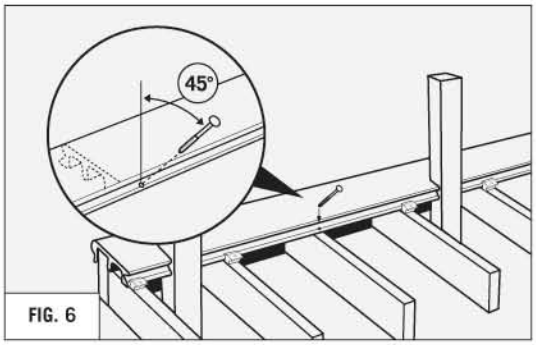

FIG. 6
- Always **toe screw** each deck board or bullnose trim in the approximate middle with a single #8 x 2" deck screw. Pre-drill before installing screw. This will fix the deck board to the lumber and allow the deck board to expand equally on either end. **(REFER TO FIG. 6)**
- Pre-drill a hole through the exposed foot of the bullnose trim at the center point of the board at a 45° angle into the joist. Toe screw the bullnose trim to the joist with a 2" deck screw. Install Wing-clips on all remaining joists with the white line facing away from the bullnose. **(REFER TO FIG. 6)**